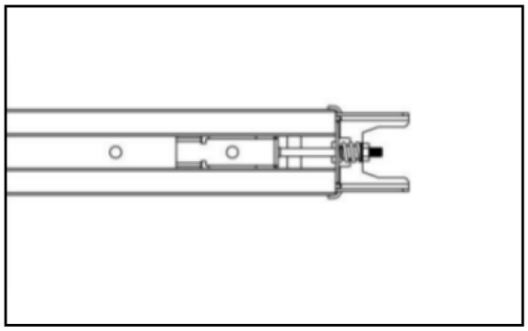

Abbildung 10
4. Ziehen Sie die Mutter in der richtigen Position an (Abb. 10), schneiden Sie das Kunststoffband ab, schneiden Sie das Kunststoffgewinde auf dem Kettenrad ab, und die gesamte Schiene ist fertig montiert.